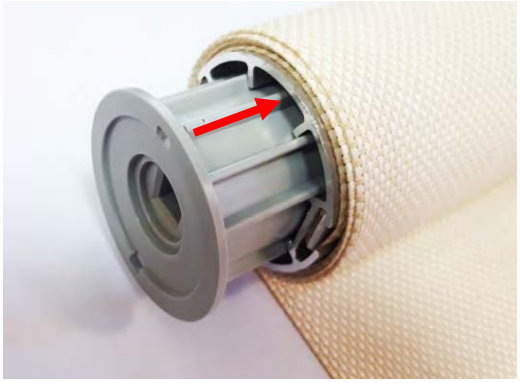
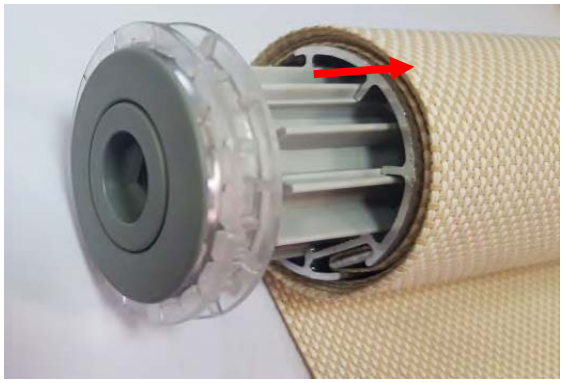
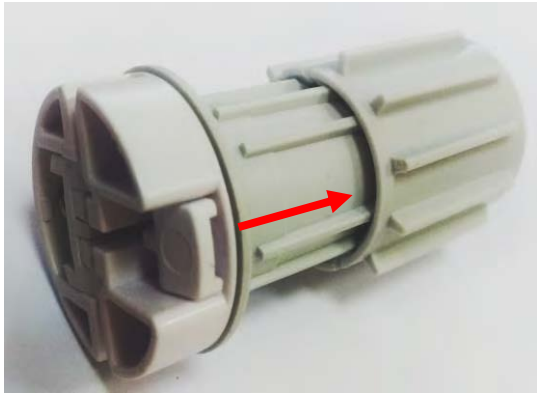
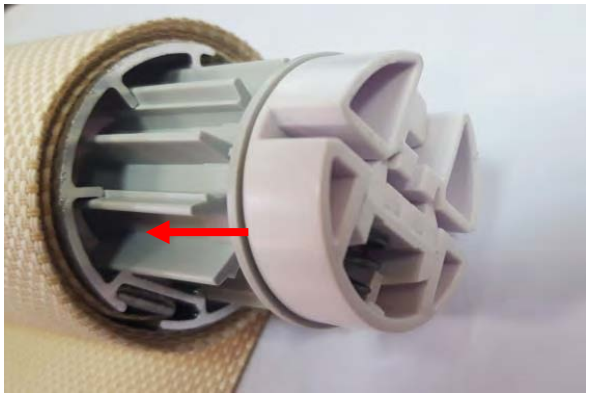

Рис.10
Рис.11
Рис.12
Рис.13
5) В изделие (СИ) вставить *заглушку соединительную МОНО* с одной стороны (**Рис.10**) и *заглушку в трубу 43 мм регулируемую МОНО М, серую(310468-0225)* - с другой стороны.(**Рис.11**) . На изделие (КИ) вставить *регулируемую заглушку МОНО* с одной стороны. На *заглушку в трубу 29мм(310312-0225)*. установить *адаптер 29-43мм(310301-0000),* **(Рис.12)** и вставить в изделие(КИ), **(Рис.13).**